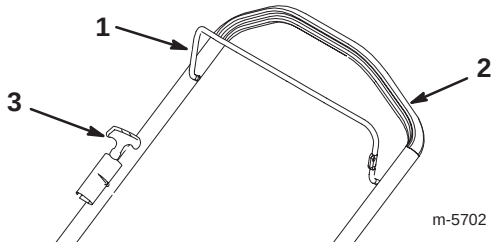

Bild 7
Der Startergriff und die Messersteuerstange befinden sich am oberen Griffteil, siehe Bild 7.
3. Halten Sie die Messersteuerstange gegen den Handgriff gedrückt (Bild 7).
4. Ziehen Sie leicht am Startergriff, bis Sie einen Widerstand spüren. Ziehen Sie ihn dann kräftig durch (Bild 7). Lassen Sie das Seil langsam zum Griff zurücklaufen.